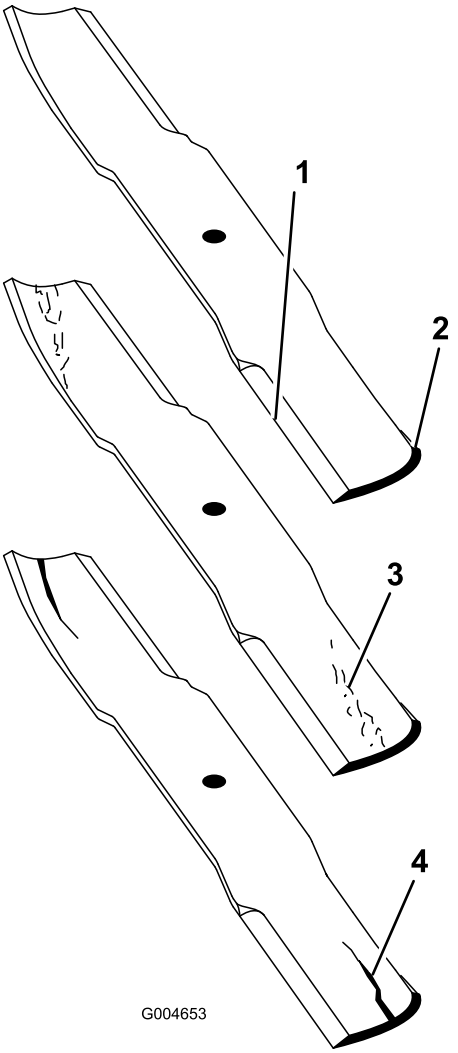

Рисунок 83
2. Осторожно проверьте режущие кромки ножей, особенно в точке соединения плоской и криволинейной части ножа (Рисунок 83). Проверяйте ножи перед эксплуатацией газонокосилки, поскольку песок и абразивный материал могут стачивать металл между плоской и криволинейной частями ножа. При обнаружении износа (Рисунок 83) замените нож.